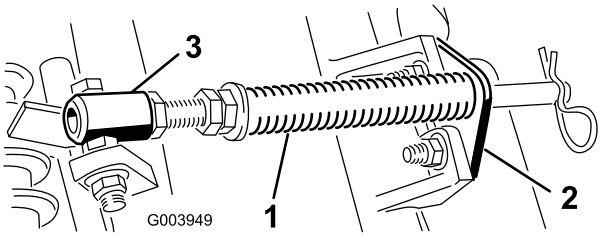

Figuur 5
A. Draai de 2 slotbouten en de moeren los waarmee de stangbeugel is bevestigd aan de lippen op het maaidek (Figuur 5).
B. Verwijder de flensmoer waarmee de bout van de veerbuis is bevestigd aan de lip op het draagframe (Figuur 5). Verwijder het geheel.